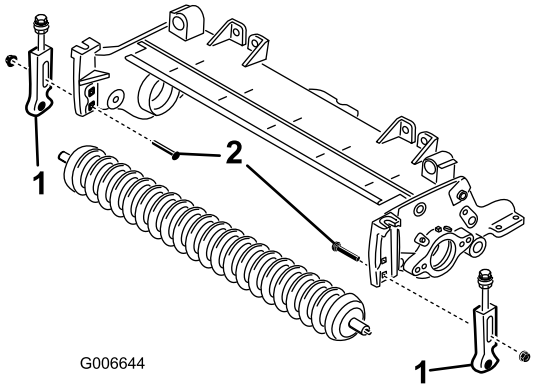

Figura 4
5. Retire los pernos de cuello cuadrado y las tuercas que sujetan los soportes de ajuste de la altura de corte a las chapas laterales de la unidad de corte (Figura 4).
7. Retire los soportes de ajuste de la altura de corte y el rodillo delantero de las chapas laterales de la unidad de corte (Figura 4).